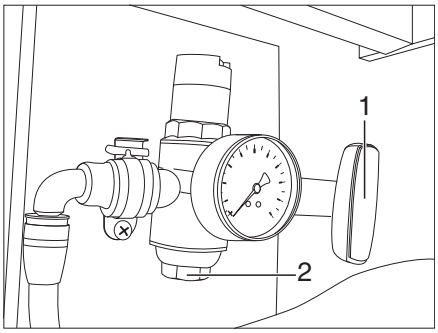

Fig. 173 Pressure reducer (main stopcock closed)
- Close the inspection glass (Fig. 173,2) at the pressure reducer.
- Close the main stopcock at the pressure reducer (Fig. 173,1).
- Open the main stopcock (Fig. 173,1) at the pressure reducer.